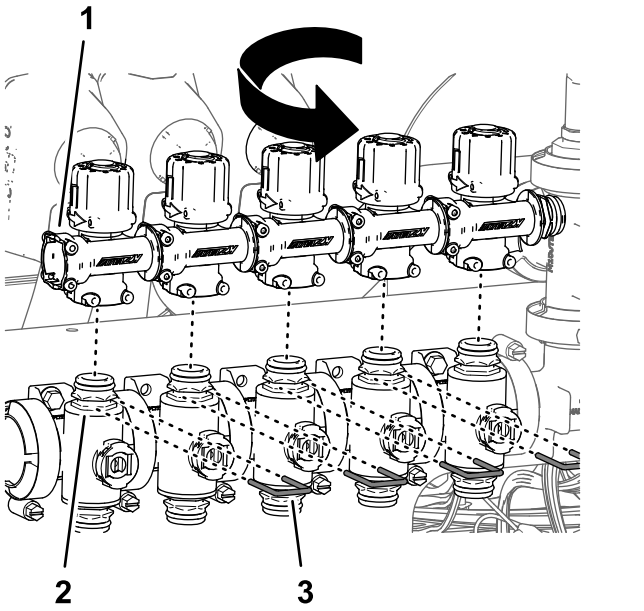

Rysunek 102
6. Przekręć zawory obejścia o 180° i zamontuj je do szybkozłączy zaworów sekcji (Rysunek 102).
7. Zamocuj zawory obejścia do zaworów sekcji za pomocą zapinek (Rysunek 102) zdjętych w kroku 4.
9. Zamocuj pokrywy końcowe na szybkozłącza zaworów obejścia dla zaworu dyszy 5 i zaworu dyszy 6 używając zapinek dostarczonych z pokrywami (Rysunek 102).